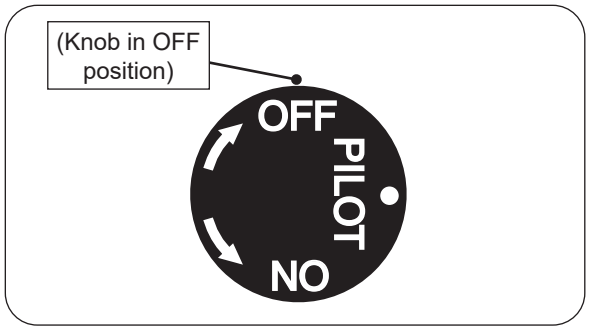

Fig. 29-2 Pilot shut down
2. Locate the valve on the side of the unit. Push in the gas control knob slightly and turn clockwise ↷ to **OFF** (see Fig. 29-2).
Push in the control knob slightly and turn clockwise ↷ to **OFF**. Do not force. See Fig. 29-2.